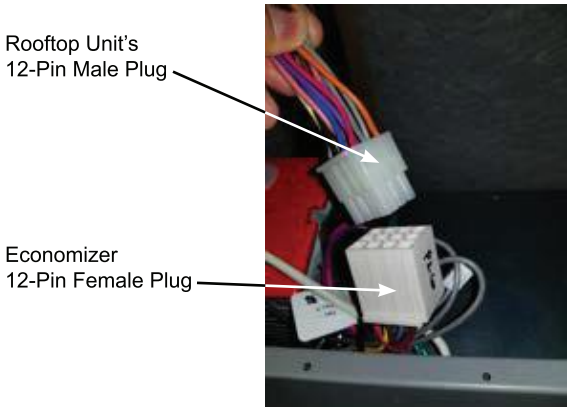

Figure 9 – Connect Economizer Harness to Unit PL6 Economizer Harness
Step 13: Remove and save the 12-pin jumper plug from the unit economizer harness – located in the upper left corner of the unit. Insert the economizer plug into the unit wiring harness. See Figure 9. *Note: the 12-pin jumper plug should be saved for future use, in the event that the economizer is ever removed. The jumper plug is not needed as long as the economizer is installed.*